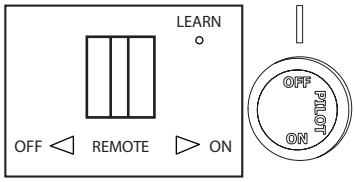

Fig. 17 - Receptor y perilla de control
• Coloque el interruptor del receptor en la posición “ON” (Ver Fig. 17).
3. Gire la perilla de control hacia la derecha a la posición “OFF” (Ver Fig. 17).
4. Espere cinco (5) minutos para que se vacíe todo el gas. Luego huela en busca de gas, incluyendo cerca del piso. Si huele gas, ¡ALTO! Siga “B” en la información de seguridad a la izquierda de esta etiqueta. Si no huele a gas, vaya al siguiente paso.
5. Presione ligeramente y gire la perilla de control hacia la izquierda a la posición “PILOT” (Ver Fig. 17). Oprima la perilla de control.